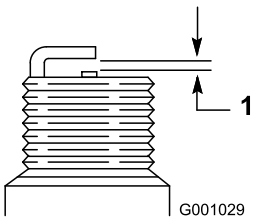

Figur 46
4. Justera elektrodgapet till 0,76 mm (Figur 46).